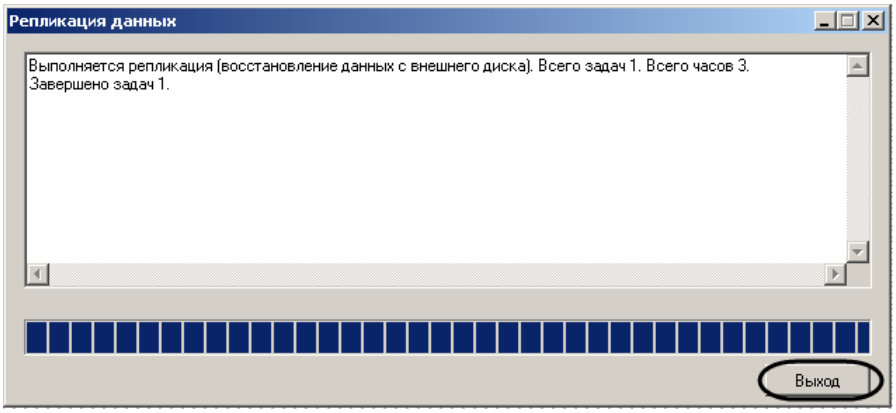

Figure 8.15-9 Completing the archive restore
4. Click **Exit** (Figure 8.15-9).